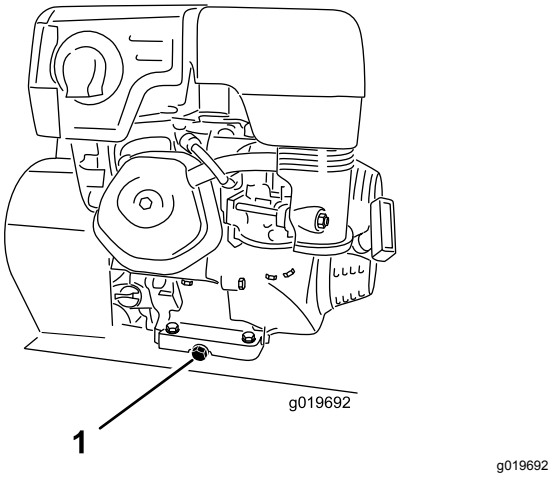

**Figure 22**
3. Remove the drain plug (Figure 22).